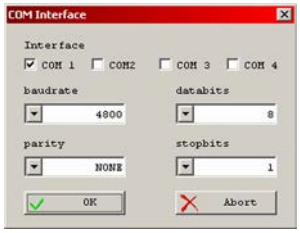

Fig. 205: COM port setting
2. Configure the COM port (Fig. 205).